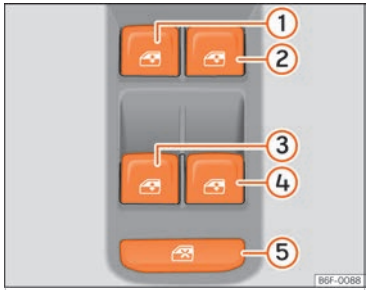

Fig. 62 Detail of the driver's door: window controls.
The safety control ››› Fig. 62 ⑤ on the driver's door can be used to disable the electric window buttons on the rear doors.